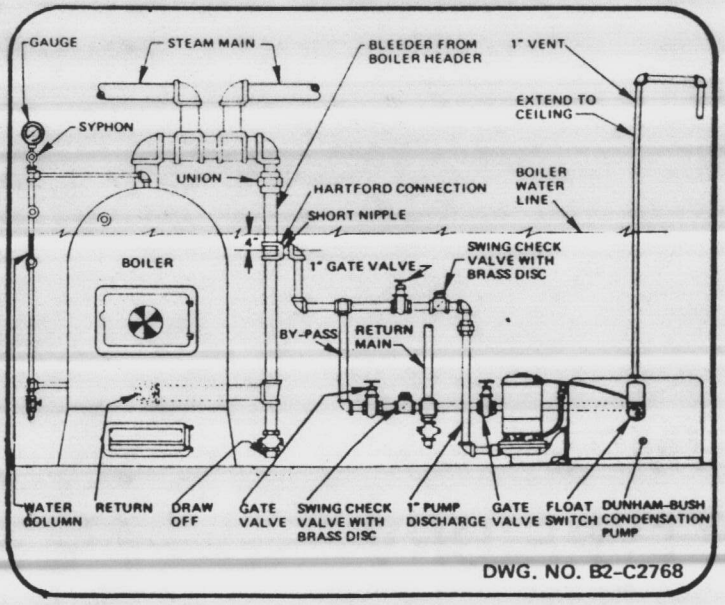

FIGURE 1 – **TYPICAL CONNECTIONS - TYPE CRV PUMP**
3. **PIPING CONNECTIONS**—Should be made as shown by Figure 1. All piping must be properly supported by hangers and not supported by the pump. Also make proper allowance for expansion of piping.